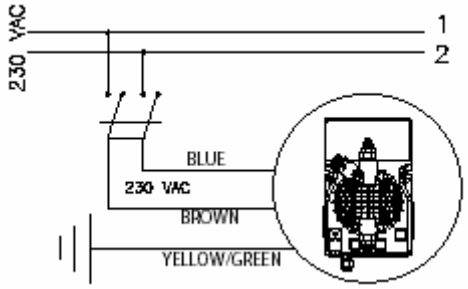

Рис. 4
1. Отсоединить пины от сетевой розетки или отключить питание двухполюсным выключателем с минимальным расстоянием между контактами 3 мм (Рис. 4)
б. – Перед началом установки ознакомьтесь с правилами электрических подключений в вашем регионе. (Рис. 4)